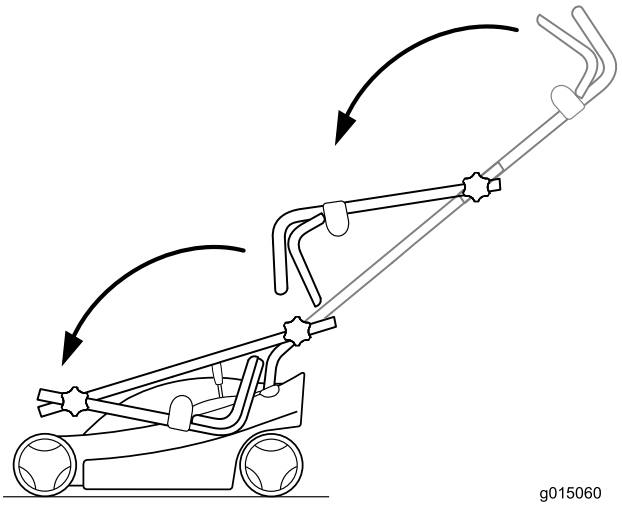
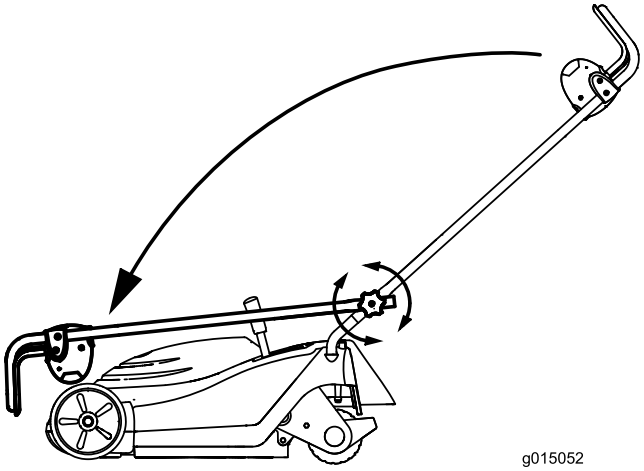

Рисунок 19
Рисунок 20
3. Сложите рукоятку, как показано на Рисунок 19 и Рисунок 20 в зависимости от вашей модели.